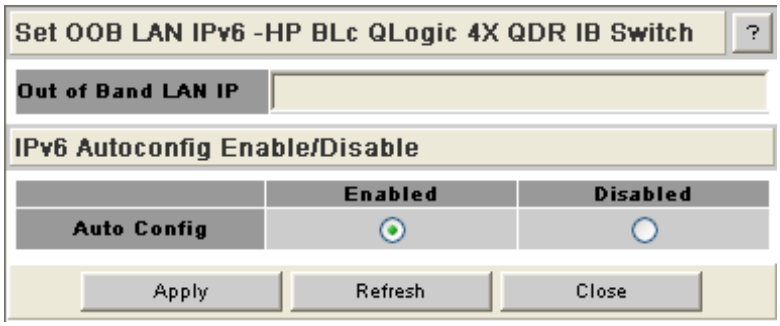

Figure 41 Set OOB LAN IPv6 Window
1. Click **Set OOB LAN IPv6** under the **OOB LAN IP** menu. The **Set OOB LAN IPv6** screen is displayed (Figure 41):